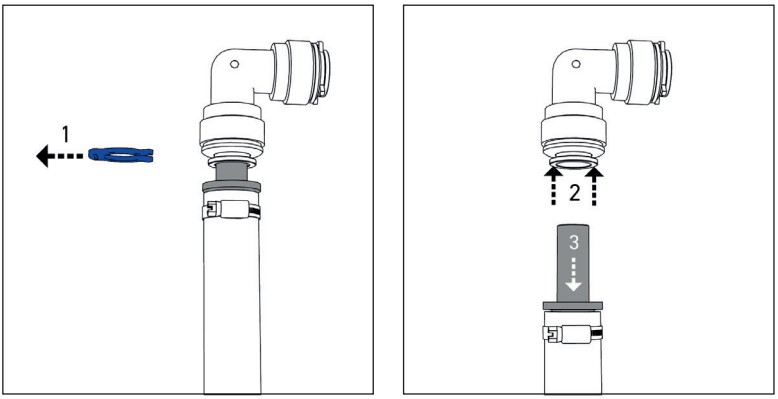

Figure 23
- Retirez les conduites d'eau des raccordements eau de l'unité UV (figure 23). Retirez d'abord l'anneau de sécurité (1). Poussez l'élément de retenue avec les doigts ou à l'aide d'une aide au détachement (par ex. anneau de sécurité) vers l'arrière et maintenez-le (2). Le tube/tuyau enfiché peut maintenant être retiré (3).